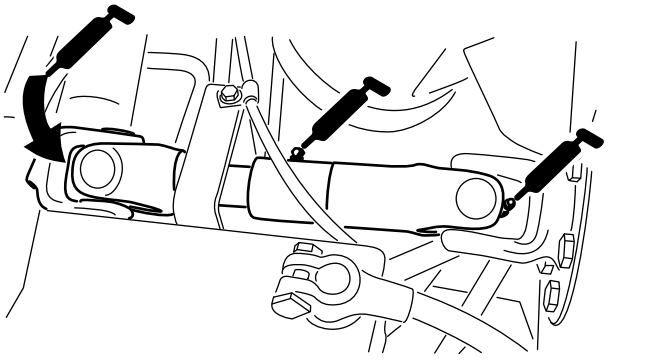

Figur 38
- Pumpens drivaxel, U-led (3) (Figur 38)